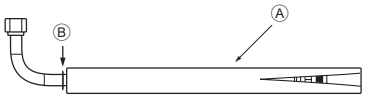
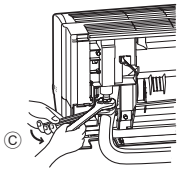

Fig. 3-8
Fig. 3-9
3. Dans le sens du retrait du raccord en L ④, faire un raccord rapide à l'ouverture évasée de l'appareil intérieur.
4. Serrer l'écrou évasé à l'aide d'une clé à fourche double. (Fig. 3-9)
1. Couper le raccord en L ④ à l'emplacement indiqué (Fig. 3-8).
2. Insérer l'écrou évasé retiré précédemment sur la partie droite du raccord en L ④ et évaser l'extrémité du tuyau.
5. Raccorder rapidement le raccord en L ④ traité en 2) à l'ouverture évasée de l'appareil intérieur.
6. Serrer l'écrou évasé à l'aide d'une clé à fourche double. (Fig. 3-9)